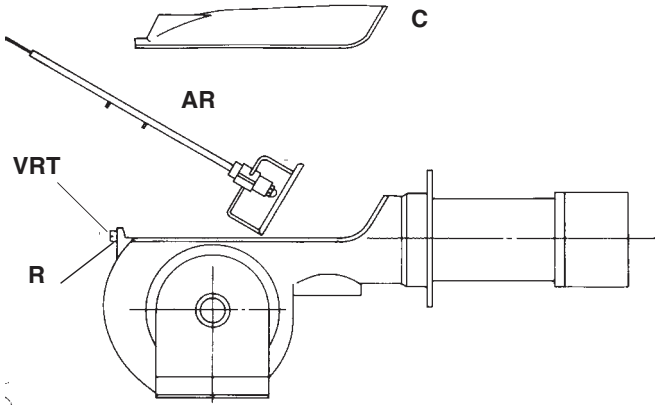

Fig. 17a
- Estrarre il gruppo completo come indicato in Fig. 17a.